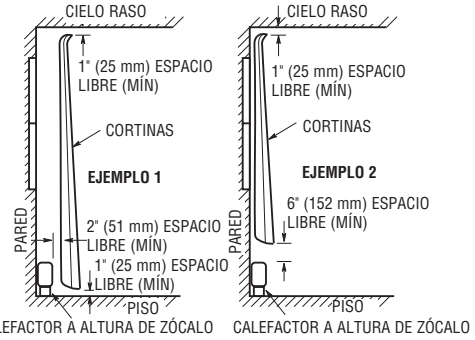

**Figura 1. Colocación de cortinas cerca del calefactor**
7. **PRECAUCIÓN** – El calefactor funciona a altas temperaturas. Mantenga alejados del calefactor, los cables eléctricos (incluyendo los cables de teléfonos y computadoras), las cortinas y otros muebles. Para un funcionamiento eficiente y seguro, recomendamos mantener siempre un espacio libre mínimo de 6 pulgadas (152 mm) encima y al frente del calefactor. Vea la sección Espacios libres y la Figura 1 para averiguar los requisitos de espacios libres mínimos.